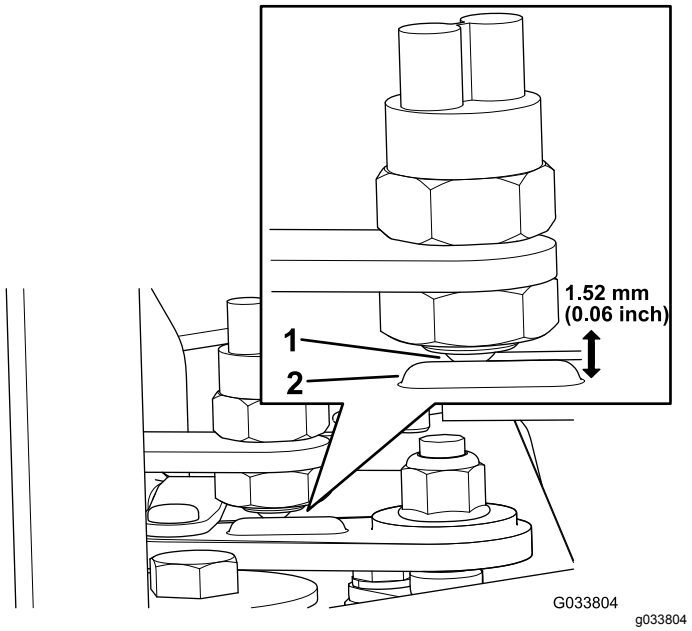

Rysunek 5
2. Upewnij się, że przełącznik kulowy znajduje się przed wybrzuszeniem na dźwigni zmiany biegów (Rysunek 5).
3. Wyreguluj głębokość osadzenia przełącznika kulowego, aby odległość od wybrzuszenia na dźwigni zmiany biegów do powierzchni czołowej przełącznika wyniosła 1,5 mm (Rysunek 5).